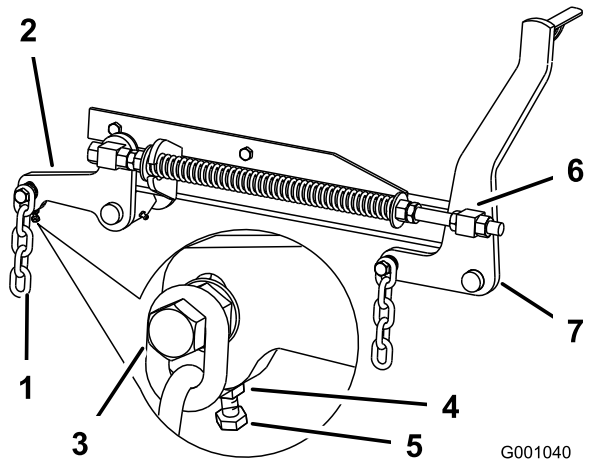

Figuur 74
7. Als de afstanden bij punten **B** of **C** niet correct zijn, maakt u de bout los waarmee de achterste ketting is bevestigd aan de achterste steunarm (Figuur 74).
8. Maak de contramoer onder de achterste steunarm los en draai aan de stelbout totdat de afstand 79–83 mm bedraagt (Figuur 74).
7. Draai de contramoeren op de voorkant van de rechter- en linkerwartel ongeveer 13 mm (Figuur 74) los.
8. Draai aan de drukmoeren op de linker- en rechterzijde van de machine totdat de voorkant van het maaimes bij 6 tot 10 mm lager staat dan de achterkant bij **B** (Figuur 74).